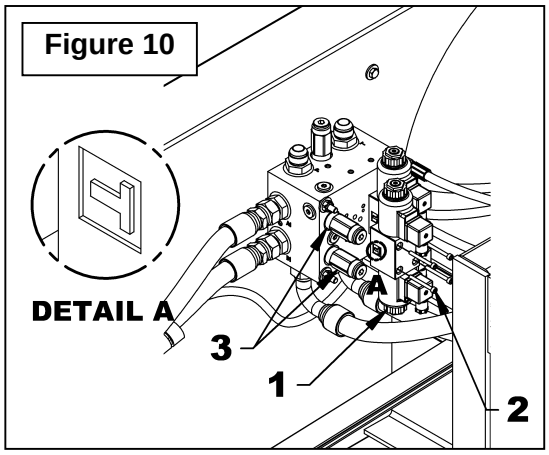

Figure 10
11. **Figure 10:** Attach the electro-hydraulic valve (item 1) to the block with the four allen socket head cap screws (item 2) provided with the valve, making sure the valve o-rings are well placed on the valve.
IMPORTANT: Make sure the electric valve is installed in the right direction. It must have the "T" indication toward the overpressure valves (fig. 10 item 3).